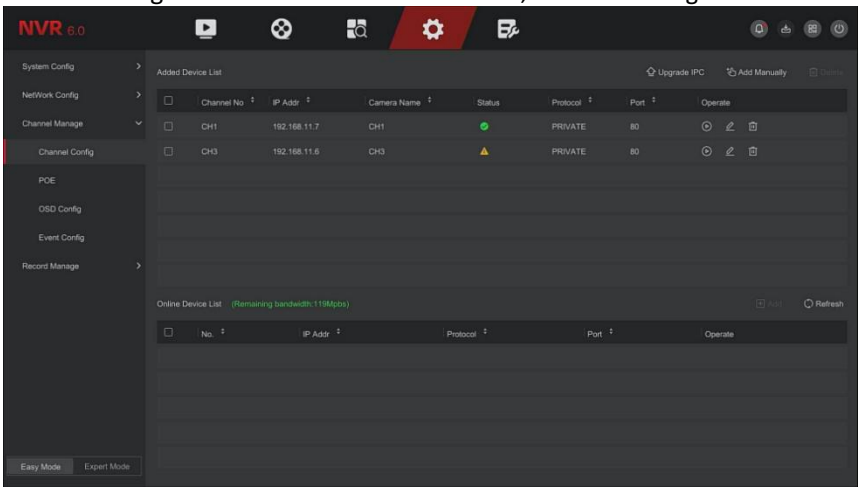

Figure 5-30
Step 1: In the main menu, click "Config → Easy Mode → Channel Manage → Channel Config" to enter Add Camera interface,as shown in Figure 5-30